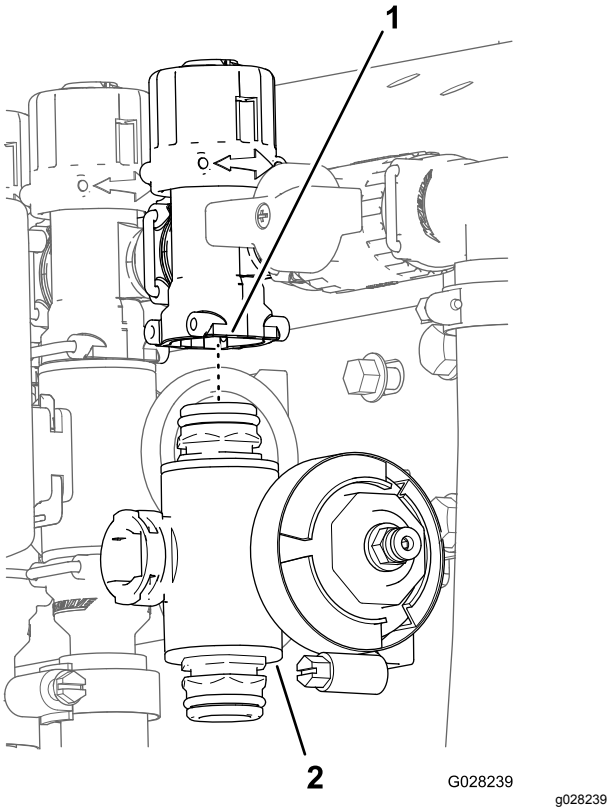

Figur 96
3. For venstre eller højre bomsektionsventiler skal flangehovedboltene og flangelåsemøtrikkerne, der fastgør sektionsventilen/erne til ventilbeslaget, afmonteres, og ventilmanifolden/erne skal afmonteres fra maskinen. For den midterste sektionsventil skal sektionsventilmanifolden afmonteres fra maskinen (Figur 96).